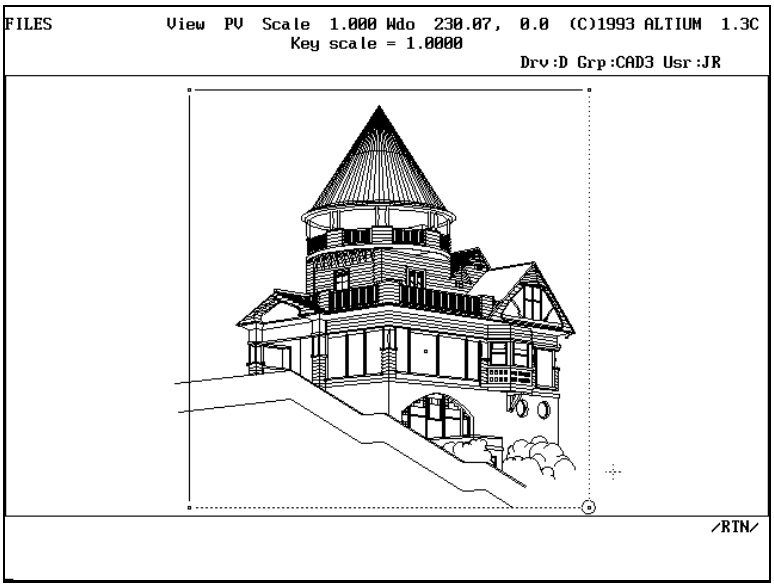

Figure 3 Plot data by NC method..Screen 1
3. Select FKey CORNER and corner the four corners of the plot area. See Figure 3 at the right for approximate locations for the lines.